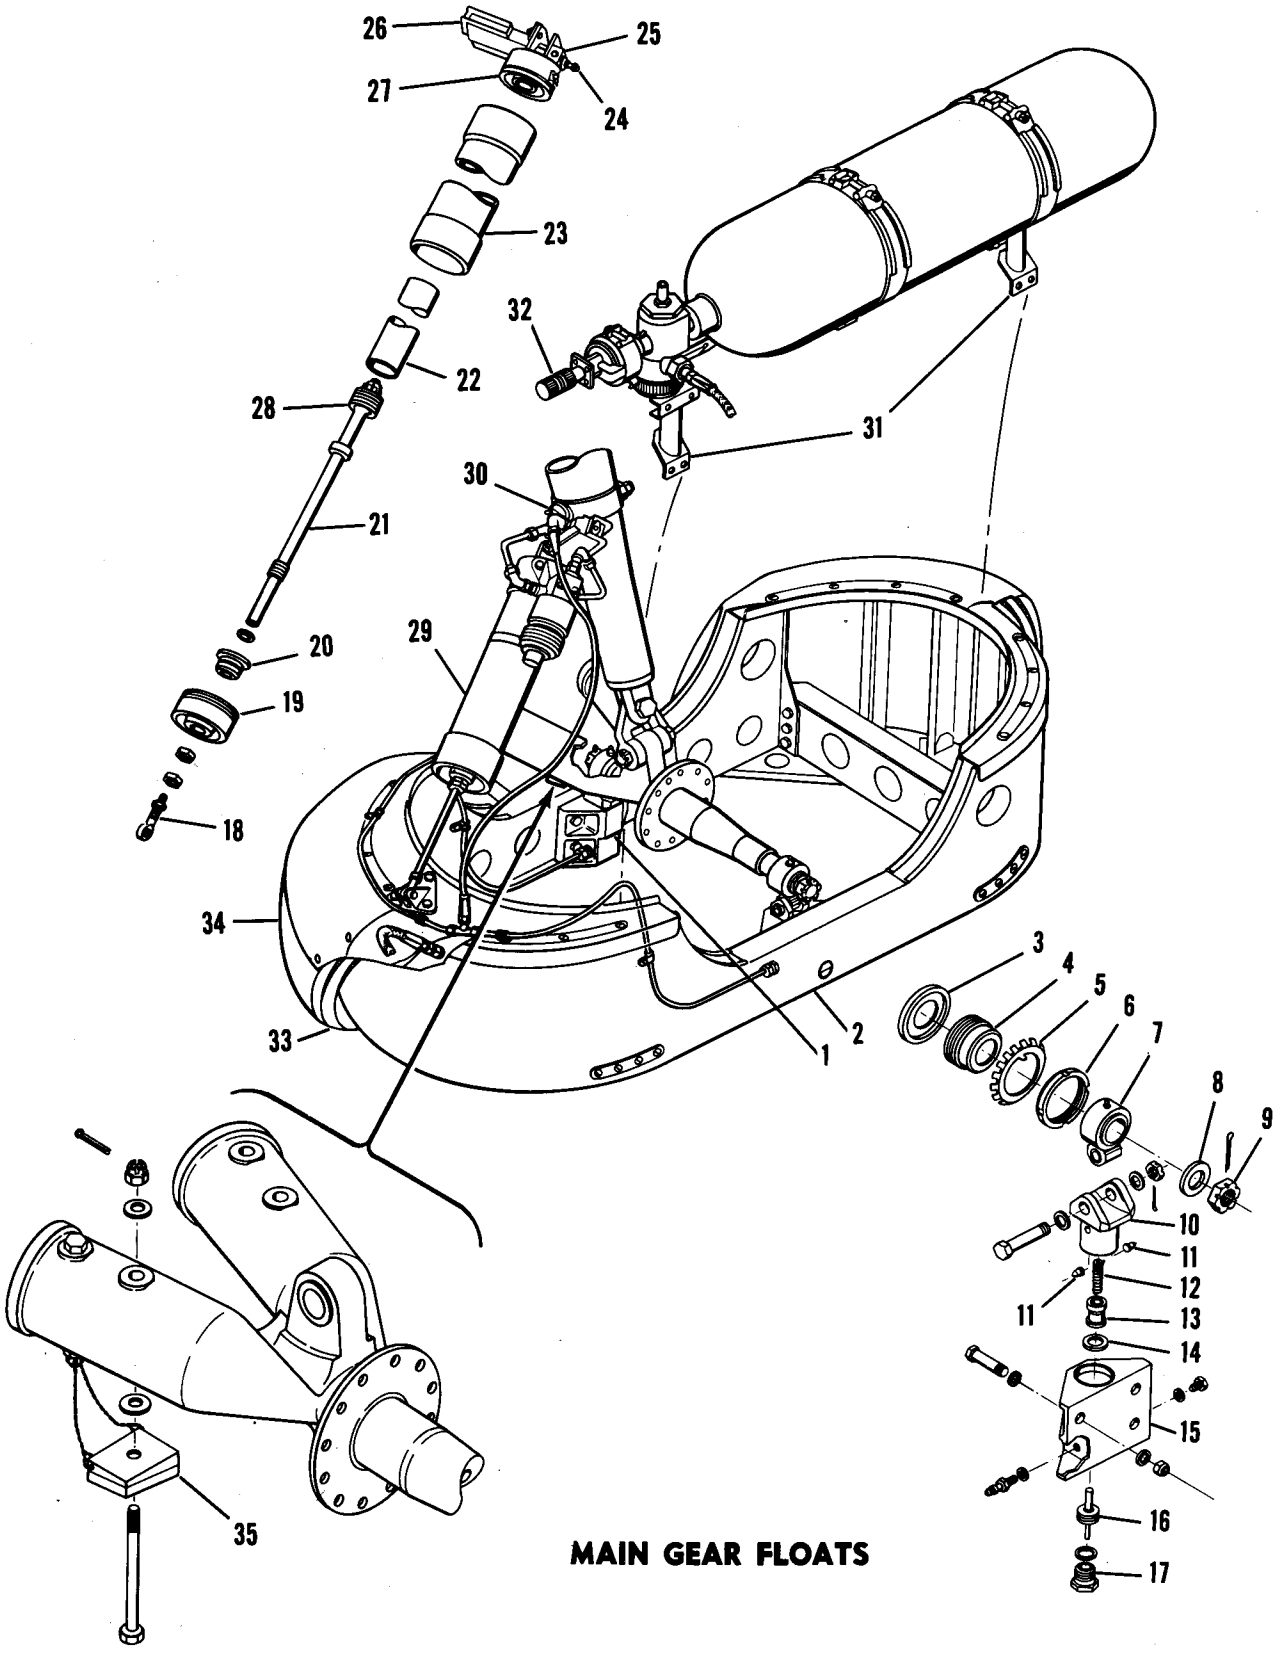

Figure 2-49. Flotation Equipment—H-21A (Sheet 1 of 2)
b. Remove the outboard AN177-34 bolt on the forward leg of the V-brace axle fitting. Attach float antichafing wedge assembly (35, figure 2-49) with the thickest part aft, using an AN177-36 bolt with the head down and inside the wedge. Use special washers (PHS153-1-7-16) as required under wedge and nut. Remove the cotter pin from the inboard bolt, and lockwire both ends of wedge to the bolt through the cotter pin hole.
d. Place washer assembly (3, figure 2-49), lock washer (5), lock nut (6), sleeve (4), link assembly (7) and washer (8) on the outboard end of the axle. Replace the axle cap retaining nut.
f. To make the final adjustment for lateral play, move the float support until the inboard link bottoms against the washer. Adjust the axle cap retaining nut until the washer (8) seats firmly against the outboard link assembly. Back off the nut as required to align the nut and cotter pin hole in the axle and insert a cotter pin.
g. Screw the sleeve (4) until it bears against the link assembly (7) without preload. Back off
c. Remove the axle nuts (1) from the ends of the axle and remove the axle caps, sleeve (2) and bushing (4).
d. Thread sleeve (33, figure 2-49) onto the left end of the axle. Place a link assembly (3) on the right end of the axle. Secure the link assembly on the axle with axle nut (5) and cotter pin.
e. Place the remaining link assembly on the bushing (4) and thread the bushing into the sleeve (2) on the left end of the axle.
g. Attach the float support structure (1, figure 2-49) to the link assembly (3) on the right end of the axle.
h. Adjust the link assembly on the left end of the axle to match the attaching point of the float support structure. To move the link attaching point outboard, turn the sleeve (2). To move the link attaching point inboard, turn the bushing (4) at its hex head.
i. After aligning link assemblies and float attaching points, insert a cotter pin through the bushing (4) and axle. Attach the float support structure to the link assembly.
NOMENCLATURE KEY FOR FIGURE 2-49 (Sheet 1 of 2)